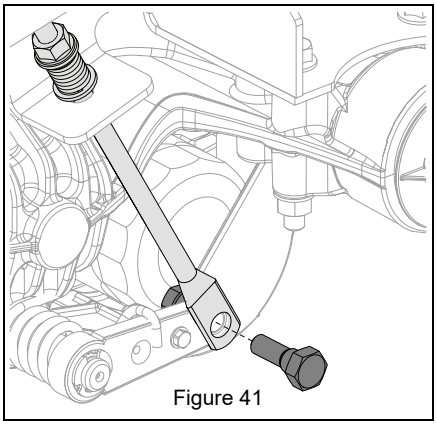

Figure 41
6. Remove hardware securing brake linkages to transaxle brake arms. See Figure 41.
12. Secure brake linkages to the transaxle brake arms with their original hardware. See Figure 41.